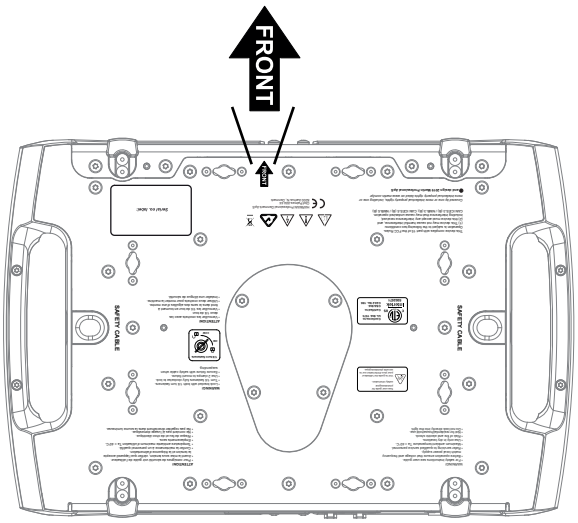

Bild 5: Markierung der Vorderseite
5. Sperren Sie den Bereich unterhalb des Arbeitsbereichs ab. Siehe Bild 5. Befestigen Sie das Gerät von einer stabilen Plattform aus so, dass der Pfeil **FRONT** an der Basis zur zu beleuchtenden Fläche hin zeigt. Ziehen Sie die Klemmen fest.